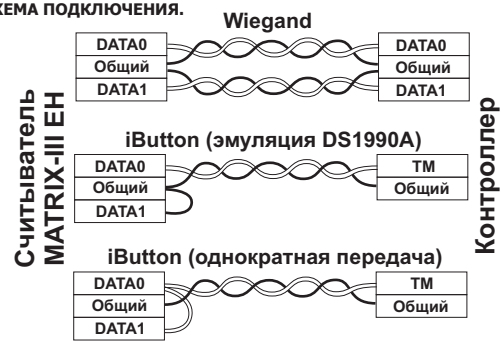

Рис.1 *Выбор протокола передачи.*
- При подключении по Weigand 26 первая витая пара подключается между GND и DATA0, а вторая витая пара подключается между GND и DATA1. (Рис.1)